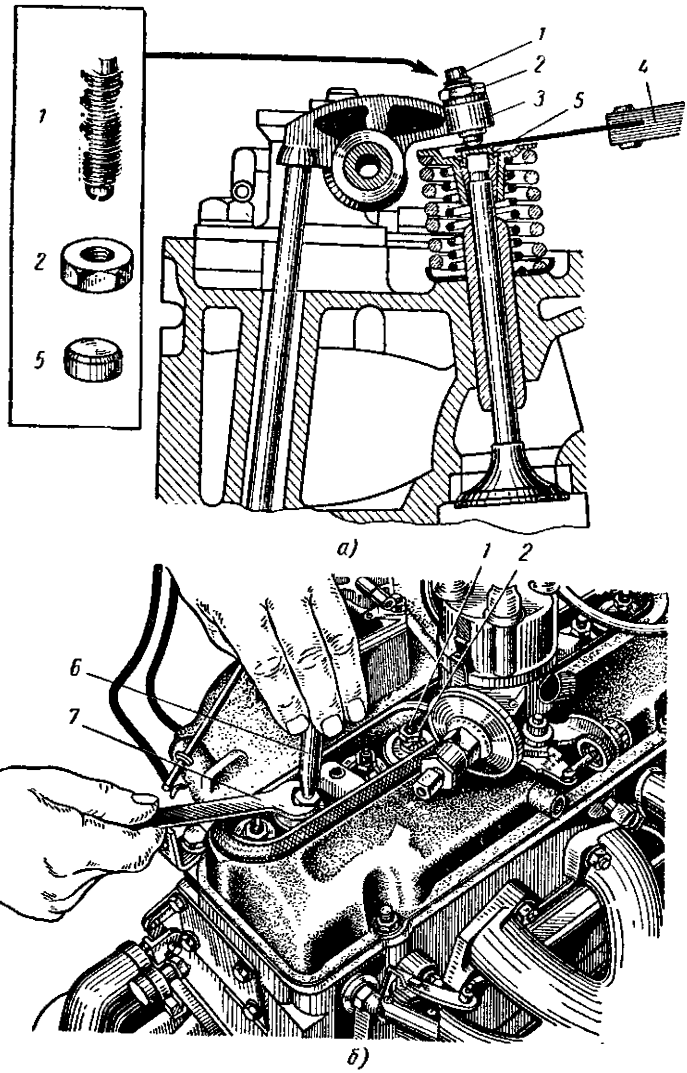

Рис. 31. Проверка и регулировка зазора между нажимным болтом коромысла и наконечником стержня клапана:
2. Отрегулировать зазоры между нажимными болтами *1* (рис. 31) коромысел *3* и наконечниками *5* стержней клапанов. Для этого гаечным ключом *6* (14 *мм*) отпустить контргайку *2* нажимного болта коромысла и вращать головку нажимного болта специальным торцовым ключом *7* до получения требуемого зазора.